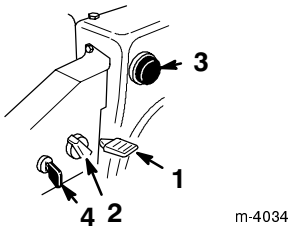

Figure 13
- **Ignition Switch** (Fig. 13)—Insert the key before starting the engine with the recoil starter. To stop the engine, remove the key.
- **Throttle** (Fig. 13)—Move the throttle upward to increase engine speed and downward to decrease engine speed.
- **Choke** (Fig. 13)—Rotate the choke to the Full choke position to start a cold engine. As engine warms up, move choke gradually to Off.
- **Primer** (Fig. 13)—Press the primer to pump a small amount of gasoline into the engine to improve cold weather starting.
4. Rotate the choke (Fig. 13) to full choke position.
6. Insert the ignition key (Fig. 13).
8. After the engine starts, immediately rotate choke (Fig. 13) to the 3/4 position.
2. Move the throttle to the Slow position (Fig. 13).
3. Remove the ignition key (Fig. 13).